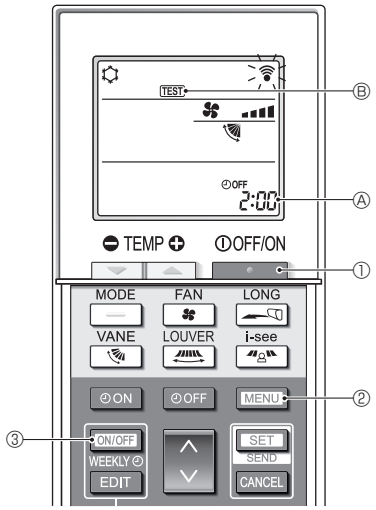

Fig. 7-5
7.2.2. Med trådløs fjernbetjening (Fig. 7-5)
■ **Testkørsel (Fig. 7-5)**
1. Tryk på [ ]-knappen ① for at stoppe klimaanlægget.
- Hvis ugetimeren er aktiveret (WEEKLY er slået til), skal du trykke på [ON/OFF WEEKLY]-knappen ③ for at deaktivere den (WEEKLY er slået fra).
2. Tryk på [MENU]-knappen ② i 5 sekunder.
3. Tryk på [MENU]-knappen ②.